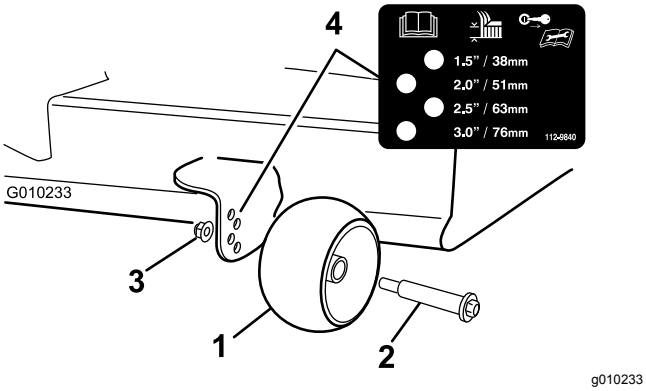

**Figur 19**
3. Juster antiskalperingsrullerne (Figur 19) for at matche den tætteste klippehøjdeposition.